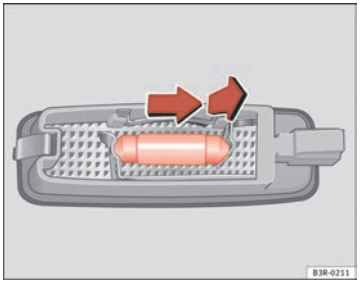

Fig. 229 Removing sun visor light
– Remove the bulb, moving it in the direction of the arrow and outwards ⇒ fig. 229. ■